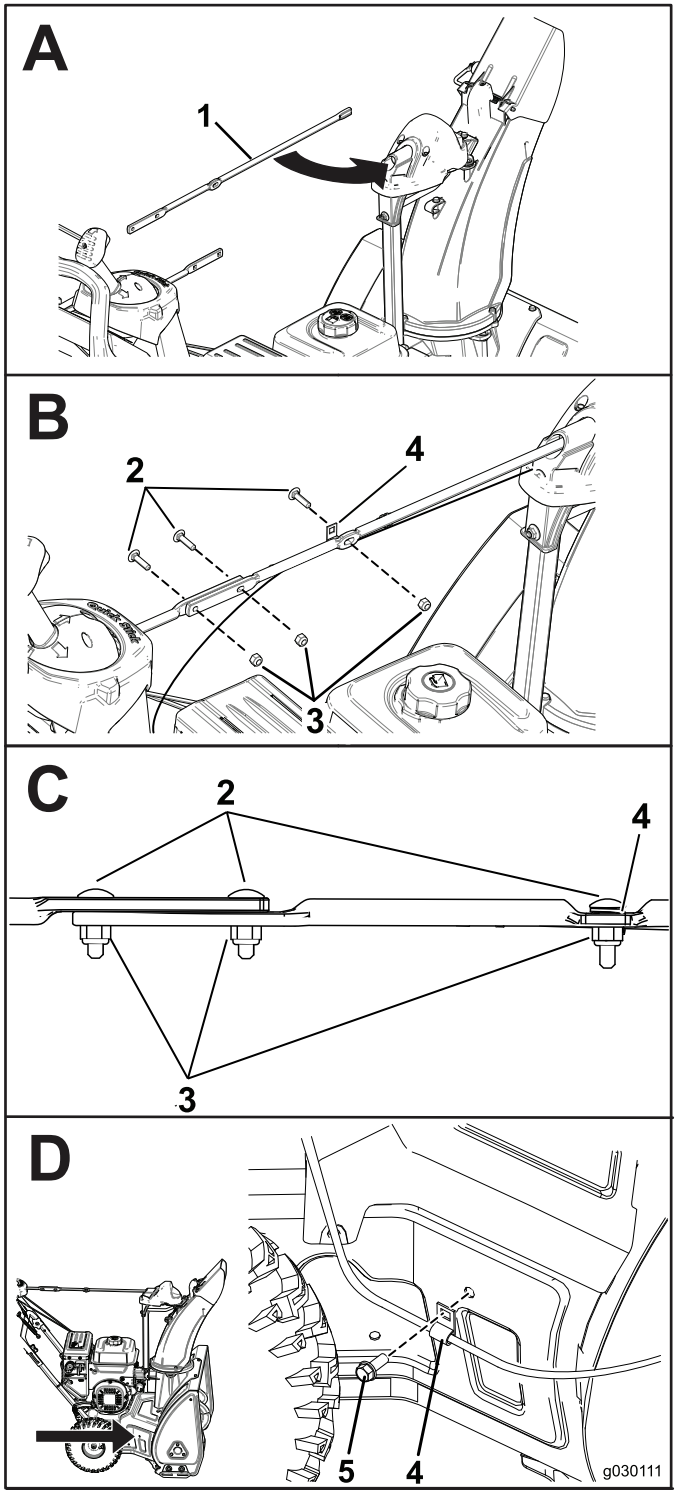

**Figur 6**
2. Saml sliskestangen, og fastgør kablerne (Figur 6).